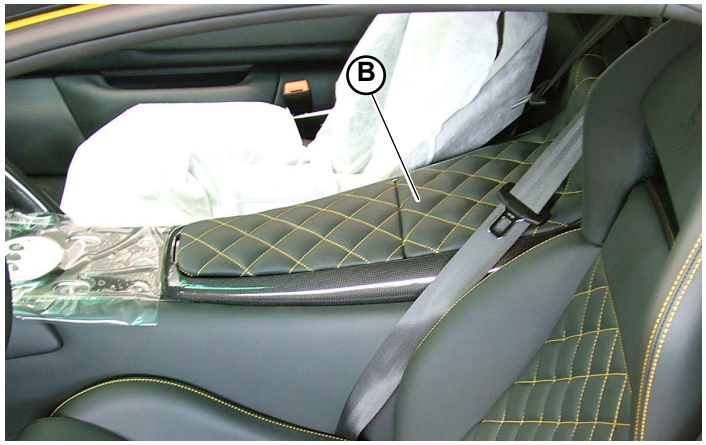

Fig.12
4. Secure the document holder compartment to the armrest using the 4 screws (**B-Fig.12**).